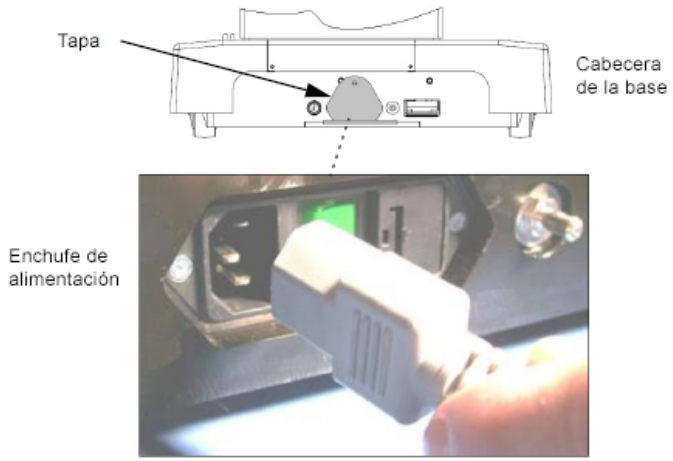

Figura 4-3. Conexión de la mesa a la alimentación del centro (típica)
2. **Enchufe el cable de alimentación en el enchufe correspondiente de la base de la mesa (consulte la *Figura 4-3*).**